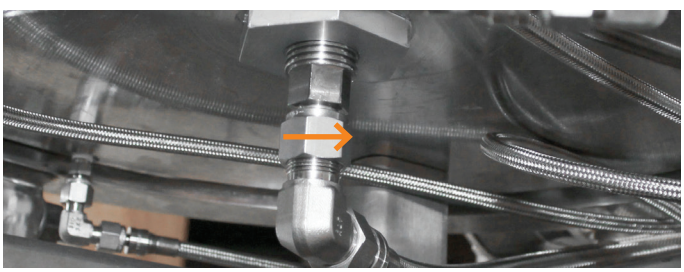

Figure 21. The outlet tube at the bottom head assembly.
3. Disconnect the stainless steel overbraided outlet tube from the outlet fitting in the middle of the bottom head assembly using a 7/8" open-end wrench; see Figure 21.